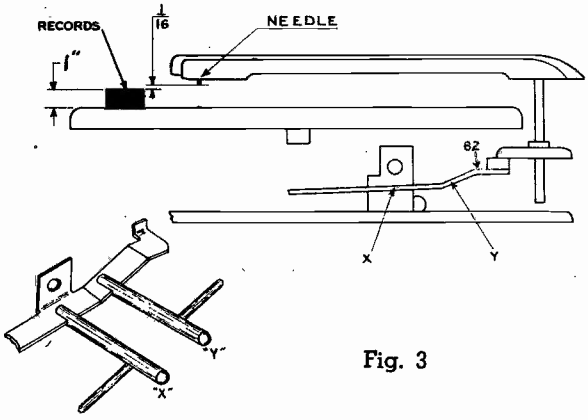

Fig. 3
The vertical movement of the pickup arm is controlled by the angle of the pickup arm raising lever (62 and Fig. 3). The needle should approach the top record of a full 1" stack of records on the turntable with approximately 1/16" clearance.
4. If the needle does not clear the top record or if it raises too high, adjust by holding the pickup arm raising lever (62) at point X and bending at Y as indicated in Fig. 3.